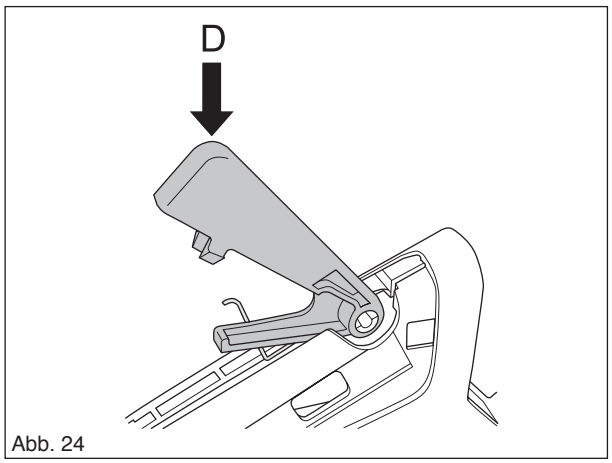

Abb. 24
Gashebelsperre (D) durch Festdrücken auf der Welle im Handgriff einbauen (Siehe Abb. 24.).